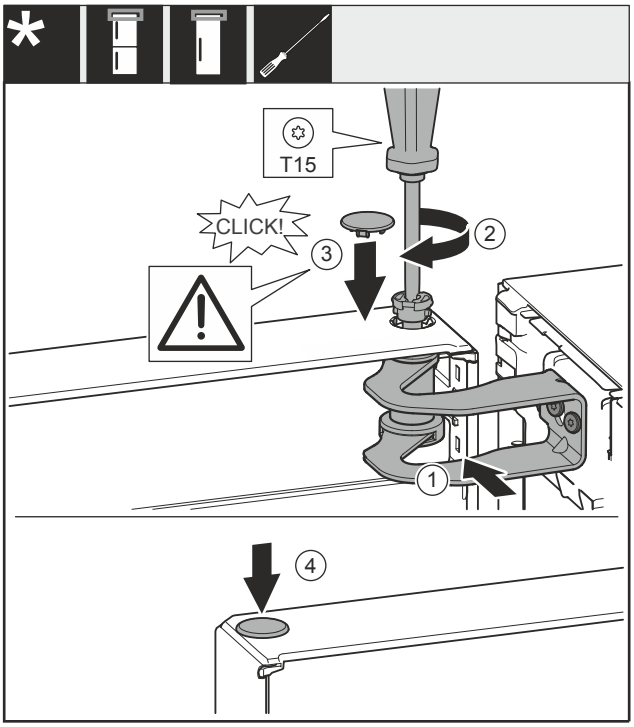

Fig. 36
- ▶ Nolīmeņojiet durvis pret atveri gultņa balstā *Fig. 36 (1)*.
- ▶ Ievietojiet tapu *Fig. 36 (2)* un pieskrūvējiet ar skrūvgriezi.
- ▶ Ievietojiet pārsegu *Fig. 36 (3)*.
- ▶ Pārbaudiet, lai pārsegs *Fig. 36 (3)* piekļautos pie durvīm.
- ▶ Ievietojiet pārsegu *Fig. 36 (4)*.